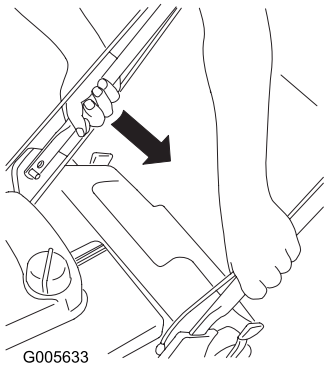

Figur 37
1. Skub den højre håndtagsende ind, indtil håndtaget glider forbi stopperne på håndtagsbeslagene (Figur 37).